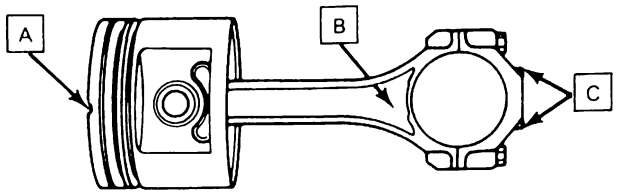

Figure 32 — Piston and Connecting Rod Assembly
- Make sure piston and connecting rod are properly aligned to cylinder bore (Figure 32).